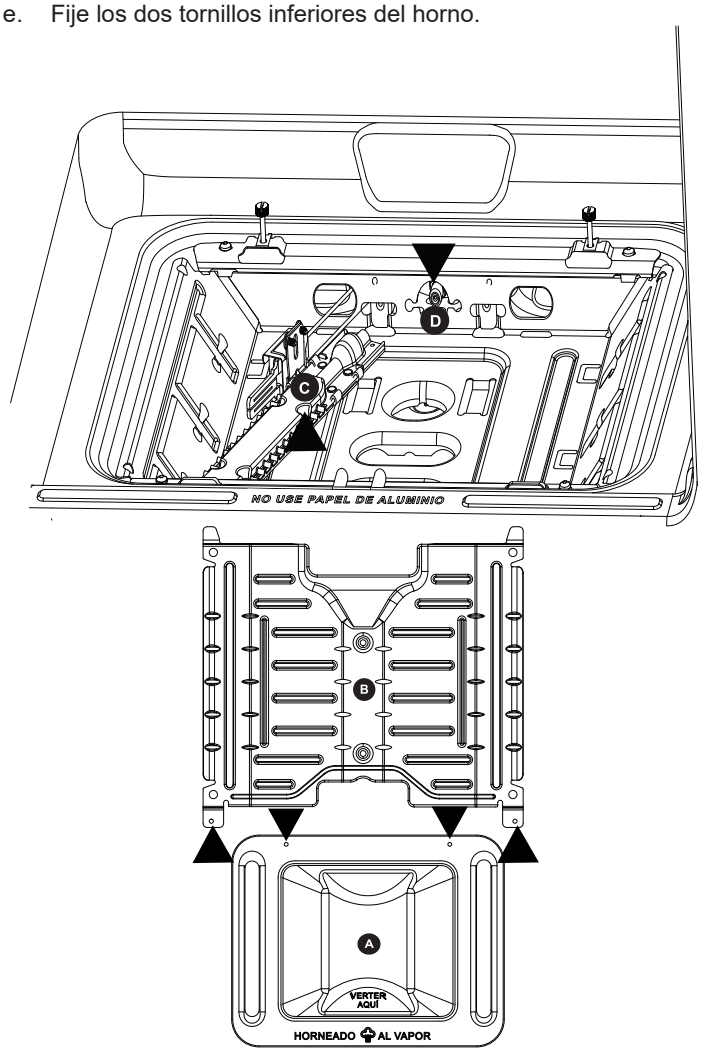

Figura 17
a. Vuelva a colocar el ensamble del quemador (**C**) en el orificio (**D**) y reemplace los dos tornillos del quemador (consulte la Figura 17).